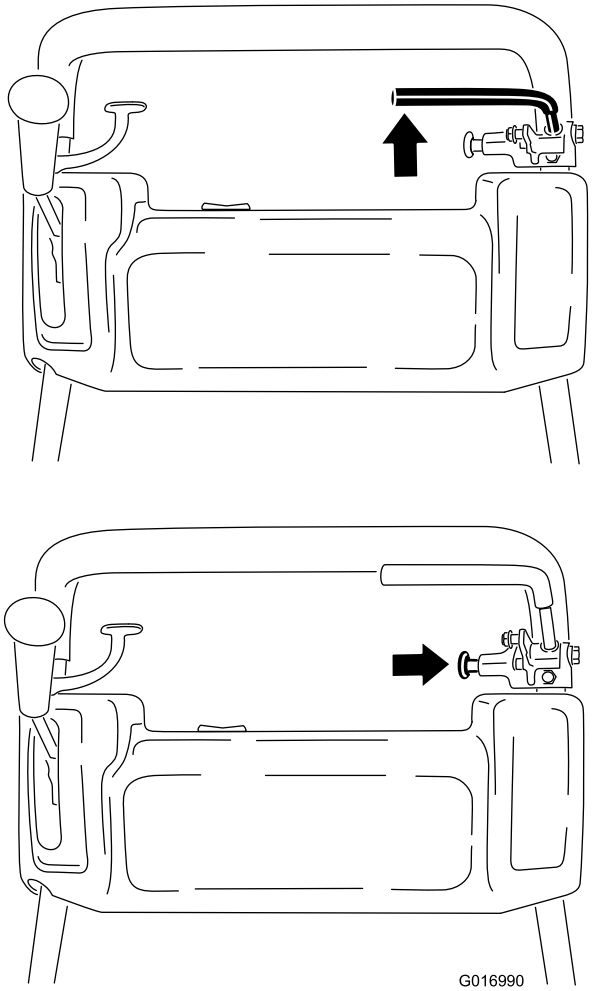

Figur 30
1. Indkobl driftsbremsen, og tryk på parkerings-bremseknappen, så driftsbremsen kan hvile på parkeringsbremsestiften (Figur 30).